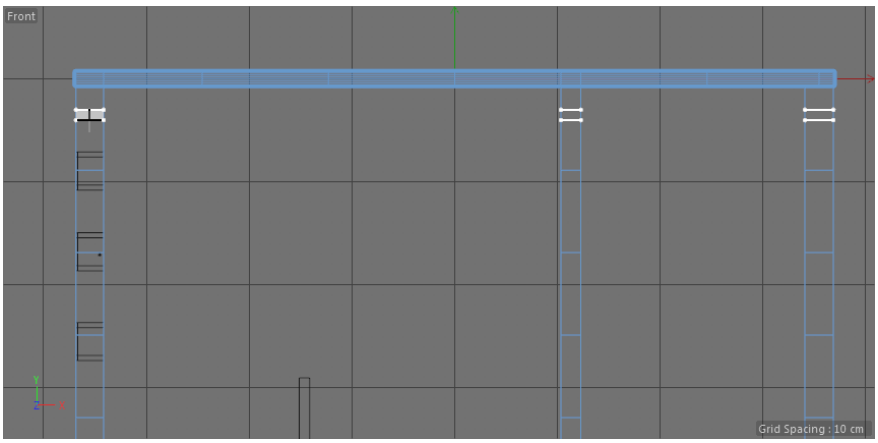
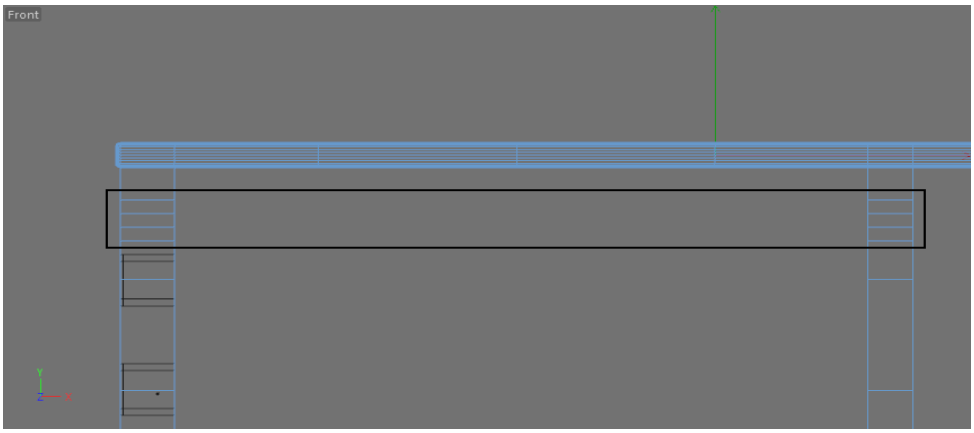

Figure 3-26 *Creating an edge using the* ***Plane Cut*** *tool*
Figure 3-27 *Four new edge loops added to the Computer table*
2. Right-click in the Front viewport; a shortcut menu is displayed. Choose **Plane Cut** from the shortcut menu; the **Plane Cut** tool settings are displayed in the Attribute Manager. In the Front viewport, drag the cursor to create a cut, refer to Figure 3-26.
3. Click and drag again to create second cut below the first cut that you created earlier, refer to Figure 3-26; two new edge loops are added to *Computer table*. Similarly, create two more cuts using the **Plane Cut** tool. Figure 3-27 displays four new edge loops added to the *Computer table*.